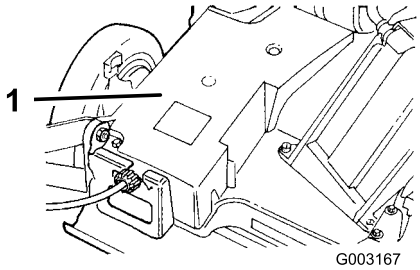

**Figura 37**
2. Togliete i bulloni che fissano il copricinghia alla scocca del tosaerba (Figura 37).